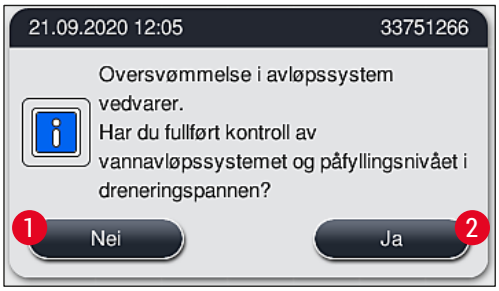

Fig. 125
2. Når det har gått 5 minutter og flere rengjøringsforsøk er gjort uten at blokkeringen er fjernet, vises en melding (→ "Fig. 125") på skjermen om at vannivået fortsatt er for høyt. Hvis brukeren trykker på Nei (→ "Fig. 125-1"), forlenges ventetiden i 5 minutter til slik at rengjøringsforsøkene kan fortsette. Hvis de etterfølgende rengjøringsforsøkene i andre runde lykkes, løses situasjonen som beskrevet under punkt 1. Hvis du trenger mer tid for å ordne problemet, trykker du på Nei (→ "Fig. 125-1") igjen. Intervallet kan repeteres flere ganger. Hvis blokkeringen ikke kan fjernes til tross for alle forsøk, trykker du på Ja (→ "Fig. 125-2") for å starte en kontrollert avbrytningsprosess. Se punkt 3 og 4 nedenfor.